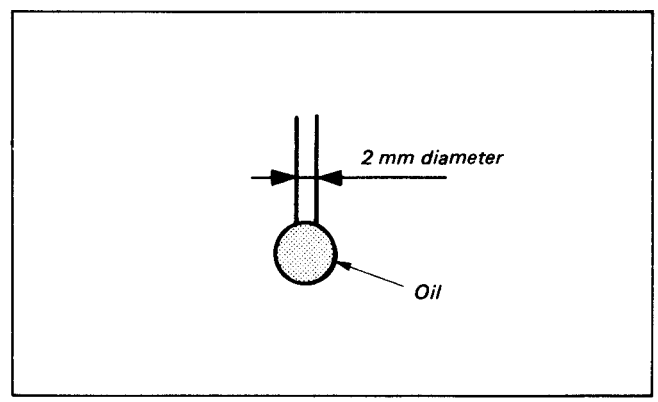

Fig. 2-11
- **One drop of oil means the amount which sticks to a 2 mm diameter rod, as shown in figure. (See Fig. 2-11)**